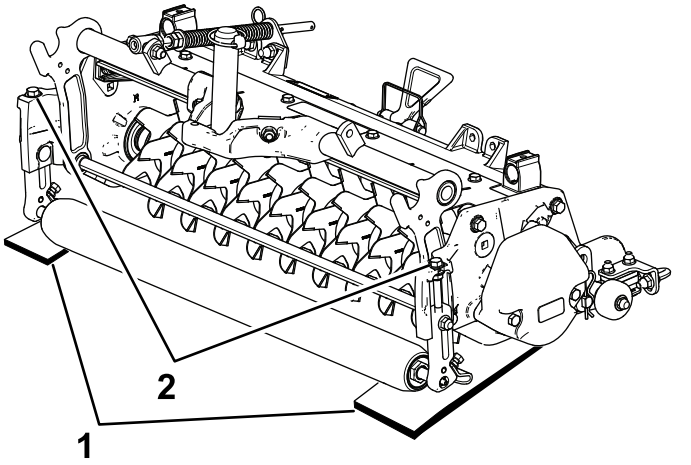

Figur 9
2. Plasser to målestenger, med ønsket dybde for knivpenetrasjon under bakken, under fremre og bakre valse på vertikalkutterspolen (på hver ende av spolen) (Figur 9).
3. Slå på justeringsbolten på hver kuttehøydebrakett (Figur 9) slik at spoleknivene kommer i kontakt med den plane overflaten på begge ender.